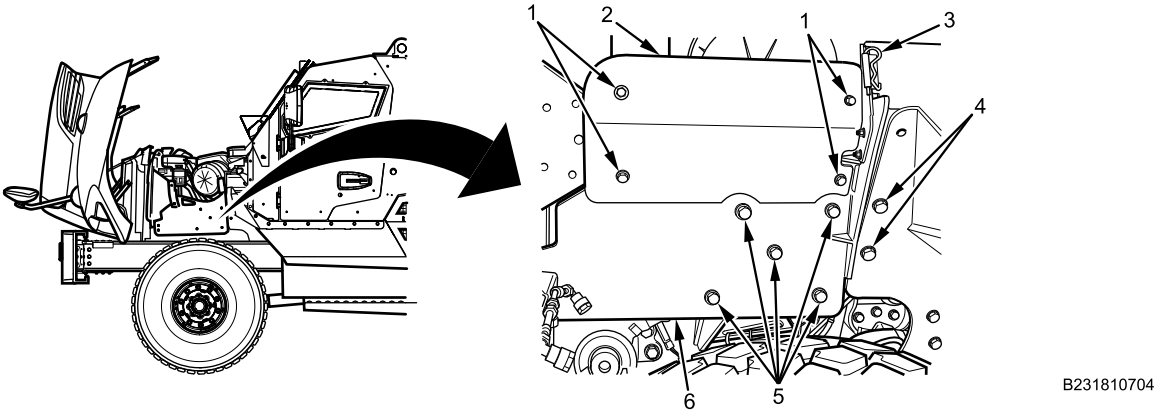

Figure 5. Left Side Engine Armor Plate.
2. Install lower engine armor plate (Figure 5, Item 6) on bracket and loosely install five bolts (Figure 5, Item 5) on lower engine armor and three bolts (Figure 5, Item 4) on wheel deflector. Torque all bolts to 355 lb-ft (481 N•m).
3. Install upper engine armor plate (Figure 5, Item 2) on bracket and loosely install four bolts (Figure 5, Item 1). Torque all bolts to 206 lb-ft (279 N•m).
4. Install locking pin (Figure 5, Item 3) on power distribution armor plate.